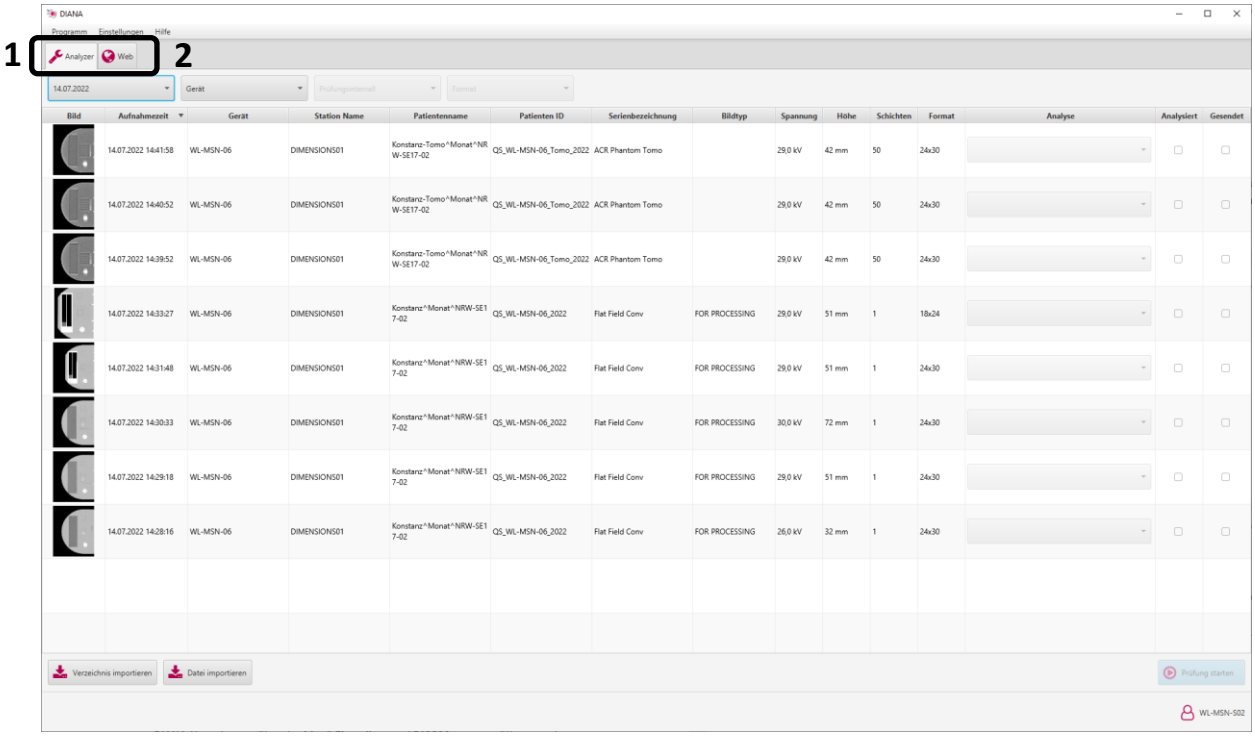

Abbildung 4: Oberfläche von MammoControl DIANA.
MammoControl DIANA ist aufgeteilt in „Analyzer“ (1) für die Analyse der Konstanzprüfungs-Aufnahmen und „Web“ (2) für das Verschicken der Messwerte. Nach dem Start von DIANA wird automatisch der Analyzer angezeigt (Abbildung 4). Sie können jederzeit zwischen den Bereichen wechseln.